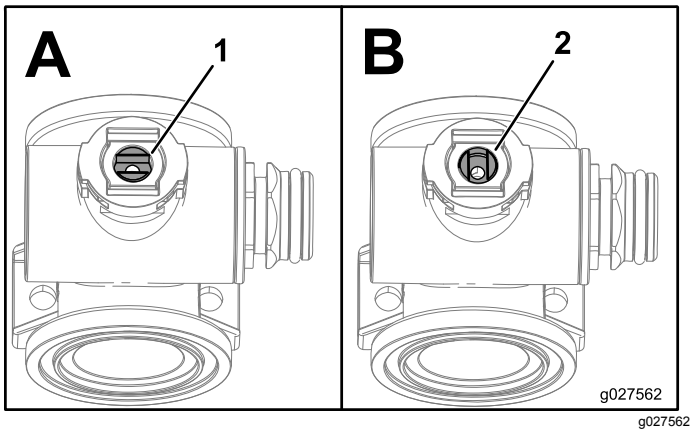

Rysunek 71
1. Ustaw trzpień zaworu w pozycji zamkniętej (B na Rysunek 71).
3. Przekręć trzpień zaworu w pozycję, w której kula jest otwarta (A na Rysunek 71).
7. Przekręć trzpień zaworu, aby zamknąć zawór (B na Rysunek 71)